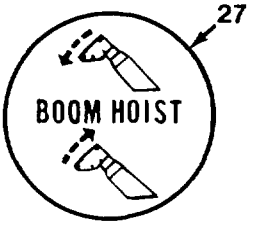

Figure 4-8. *Boom Hoist Lever*
27. **Boom Hoist Lever** raises or lowers boom: pull to raise boom; push to lower boom (Figure 4-8).